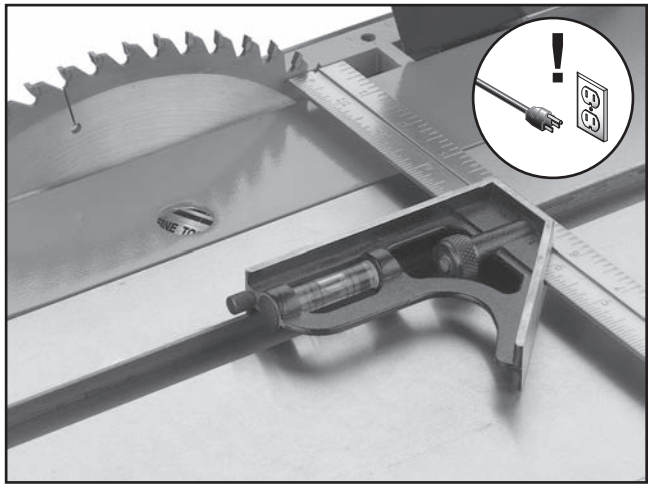

Figure 84. Example of adjusting blade to miter slot.
2. Use an adjustable square to measure the distance from the miter slot to a carbide tip on the blade, as shown in **Figure 84.** Make sure that the face of the adjustable square is even along the miter slot.